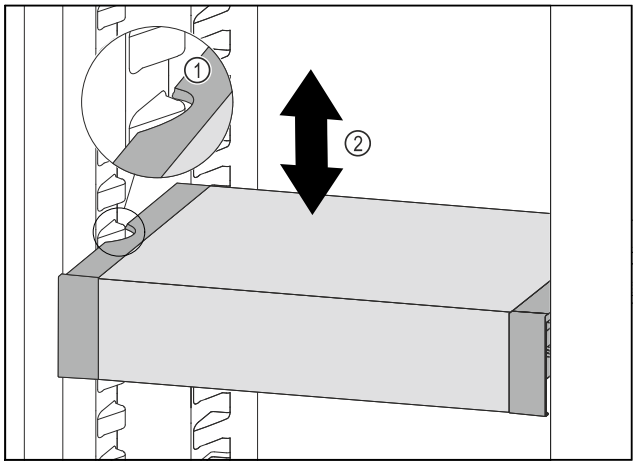

Fig. 108
▶ Trageți în față VarioSafe, până când degajările laterale ale VarioSafe se află la înălțimea nervurii recipientului din frigider. *Fig. 108 (1)*
▶ Mișcați în sus sau în jos VarioSafe în frigider, până când este atinsă înălțimea dorită. *Fig. 108 (2)*